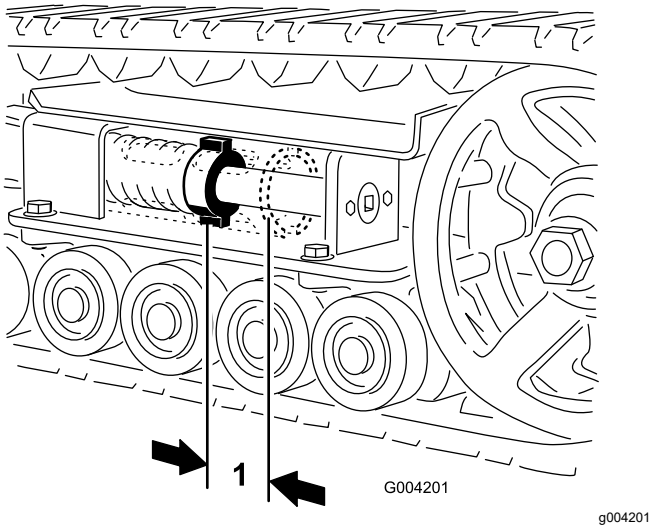

Figuur 46
Er moet 7 cm ruimte zijn tussen de spanmoer en de achterzijde van de spanbuis (Figuur 46). Als dit niet het geval is, stal dan de spanning van de rupsbanden aan met behulp van de volgende procedure:
5. Gebruik een dopsleutel van ½" en draai de spanschroef linksom tot de afstand tussen de spanmoer en de achterzijde van de spanbuis (Figuur 46) 7 cm is.
12. Draai de spanschroef linksom tot de afstand tussen de spanmoer en de achterzijde van de spanbuis (Figuur 46) 7 cm is.
18. Draai de spanschroef linksom tot de afstand tussen de spanmoer en de achterzijde van de spanbuis (Figuur 46) 7 cm is.